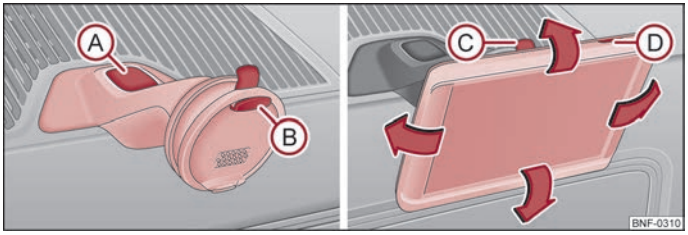

Fig. 70 Holder for the navigation unit/navigation unit
– Firstly, place the navigation unit into the top mount Ⓑ ⇒ Fig. 70 and press it on the underside of the cradle until it latches ⇒ ⚠.
– You can set the tilt to the required position by moving the navigation unit in the direction of the arrows ⇒ Fig. 70 ⇒ ⓘ.
– Using the other hand, press the release button Ⓒ ⇒ Fig. 70 and remove the device.
– With the other hand, press the release button Ⓐ ⇒ Fig. 70.
– Switch on the navigation unit by pressing the button Ⓓ ⇒ Fig. 70.